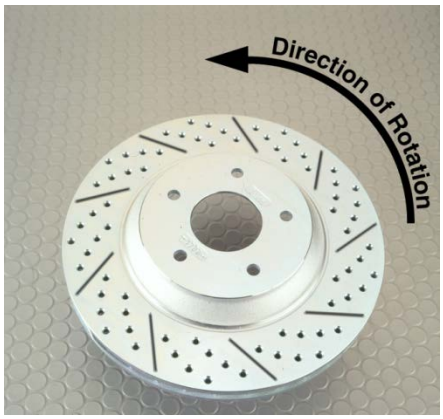

Figure 3 – Direction of Rotor Rotation
7. Install the rotor assembly. See Figure 3 below for correct placement of left and right rotors. The new rotors come with the Timken bearings pre-installed and packed with Red Line Synthetic wheel bearing grease. **NOTE:** It is not necessary to add more grease. Apply a small amount of grease to the hub sealing surface and install the rotor assembly. Using the new castle nut along with the nut retainer, tighten the nut to 5-10 ft/lbs. Loosen the nut and tighten the nut again using the same 5-10 ft/lbs. Do this a couple of times spinning the rotor to fully seat the wheel bearings onto the spindle. Loosen the nut a final time and re-tighten to remove all play. Tighten approximately an additional 1/16th of a turn to give the appropriate pre-load and line up the cotter pin hole. Install the cotter pin and dust cap.